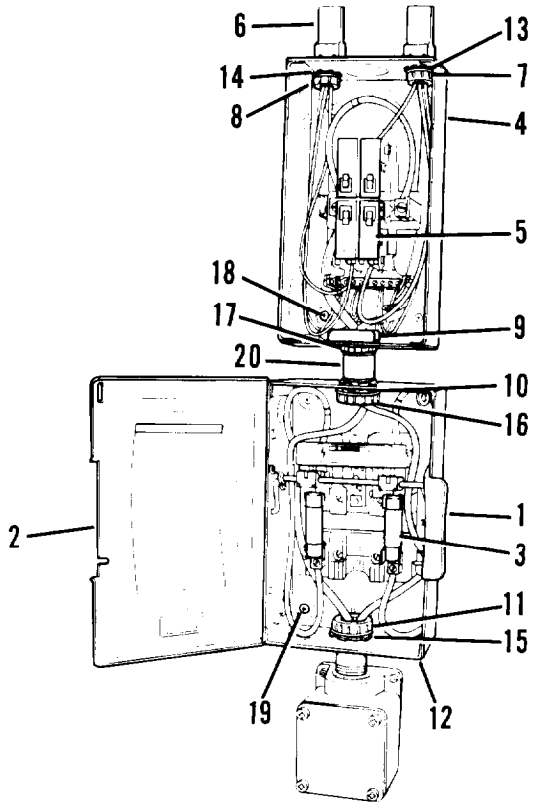

Figure 4-1. Switch box and circuit breaker load center, covers open.
a. Place switch handle (1, figure 4-1) in OFF (down) position.
b. Release pressure of snap fastener holding switch box cover closed. Open cover (2).
c. Grasp fuse (3) firmly in the center and pull from clips.
d. Holding new fuse (3) in the center, press into clips.
e. Close cover (2) and place switch handle (1) in the ON (up) position.
(1) Remove door (already removed in figure) on circuit breaker load center (4, figure 4-1).
(2) Pull defective circuit breaker (5) out of load center (4).
(1) Snap new circuit breaker (5, figure 4-1) in load center (4).
(2) Check switch (1) for loose contact. press contacts closer together.
(3) Install door on circuit breaker load center (4).
(1) Remove door on circuit breaker load center (4, figure 4-1). Open door (2) on switch box (12).
(2) Disconnect all internal wiring and tag for ease of installation.
(3) Remove wire run covers (6) at top of load center (4).
(4) Remove caps (7,8 and 9) in the circuit breaker load center (4). Slide off of wiring.
(5) Remove caps (10 and 11) in the switch box (12). Slide off of wiring.
(6) Remove close nipples (13 and 14) from top of load center (4).
(7) Remove locknut (17) at bottom of load center (4). Slide off of wiring.
(8) Remove two locknuts (15 and 16) in the switch box (12). Slide off of wiring.
(9) Remove rigid coupling (20).
(10) Remove four screws (18) securing circuit breaker load center (4). Remove circuit breaker load center (4).
(11) Remove four screws (19) securing switch box (12). Remove switch box (12).
(1) Position circuit breaker load center (4, figure 4-1) on wall and insert wiring through holes in top. Secure with four screws (18).
(2) Position switch box (12) on wall and insert wiring. Secure with four screws (19).
(3) Slide rigid coupling (20) over wiring.
(4) Thread wiring through bottom of load center (4). Slide locknut (17) over wiring. Tighten locknut (17).
(5) Install and tighten two locknuts (15 and 16) in switch box (12).
(6) Install close nipples (13 and 14) at top of load center (4).
(7) Install caps (10 and 11) in switch box (12).
(8) Install caps (7, 8 and 9) in circuit breaker load center (4).
(9) Remove tags and connect all internal wiring in switch box (12) and circuit breaker load center (4).